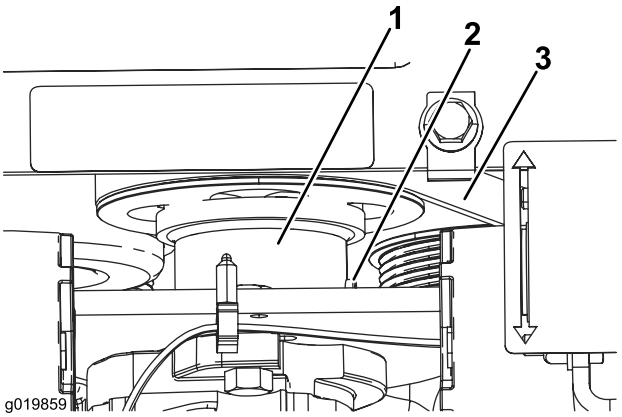

Figur 52
5. Lossa ställskruven på pumpdrivningens koppling (Figur 52).
6. Sänk ner kopplingen, bort från remskivan (Figur 52).